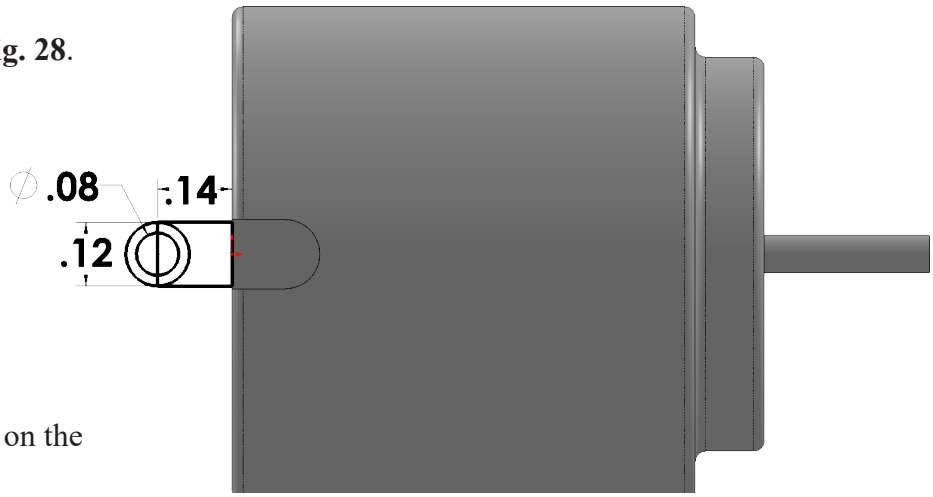

Fig. 28
Step 10. Add dimensions, **Fig. 28**.